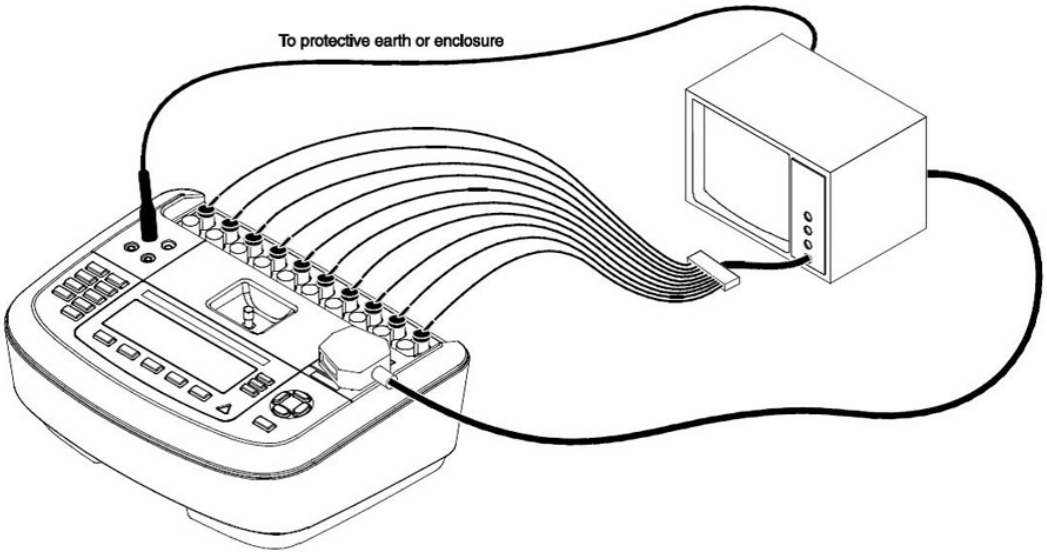

Figure 3–29. Electrical safety analyzer connections. (Printed with permission, Fluke Biomedical).
2. Connect the device you wish to test to the analyzer. There are many ways to connect, depending on the analyzer and the device you are testing. See figure 3–29 for connection examples.